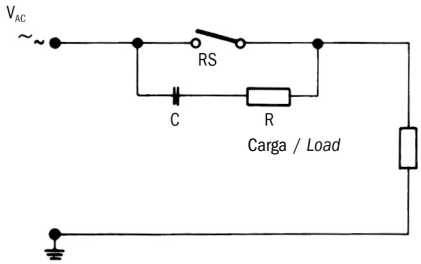

Fig. 2 Protección con corriente alterna con conexión RC para carga inductiva.
1) Cargas inductivas En presencia de circuitos alimentados con corriente continua, la protección del contacto es relativamente fácil. Se conectará un diodo semiconductor en paralelo a la carga, como se indica en la figura 1. (ver página siguiente). Las polaridades deben estar conectadas de manera que el diodo se bloquee con el voltaje de funcionamiento normal y siempre en cortocircuito en caso de inversión de polaridad. Cuando se conmutan cargas inductivas alimentadas con corriente alterna no se puede utilizar un diodo, es necesario utilizar un dispositivo de supresión del arco. Por lo general, se trata de una conexión RC paralela al conmutador y, por lo tanto, en serie con la carga, como se muestra en la fig. 2 (ver página siguiente). El tamaño del supresor del arco se puede determinar por el monograma de la fig. 3 (ver página siguiente).